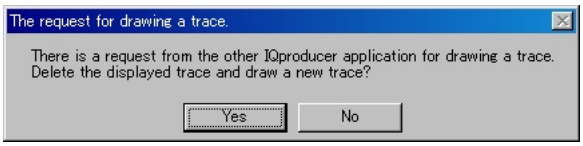

Figure 3.5-4 Confirmation Message
(1) Set **Clear** for **Quick Add Mode** on the lower-left of the FFT Graph Monitor screen.
(2) Select **FFT** from the **Simulation** menu or click the tool button. The confirmation message shown in Figure 3.5-4 below appears: